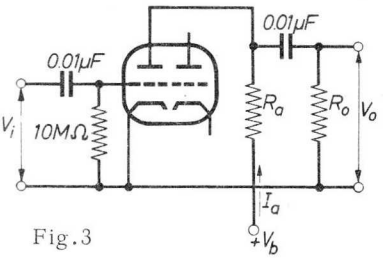

Fig.3
A.F. amplifier Fig.3 see page 9 Input source resistance = 330 kΩ